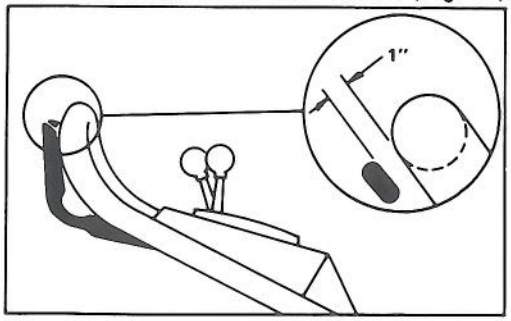

Figure 19
3. CHECK ADJUSTMENT – Slowly pull mower backward while control bar is gradually moved toward handle. Adjustment is correct when rear wheels stop turning and control bar is about 1-inch from handle (Fig. 19).